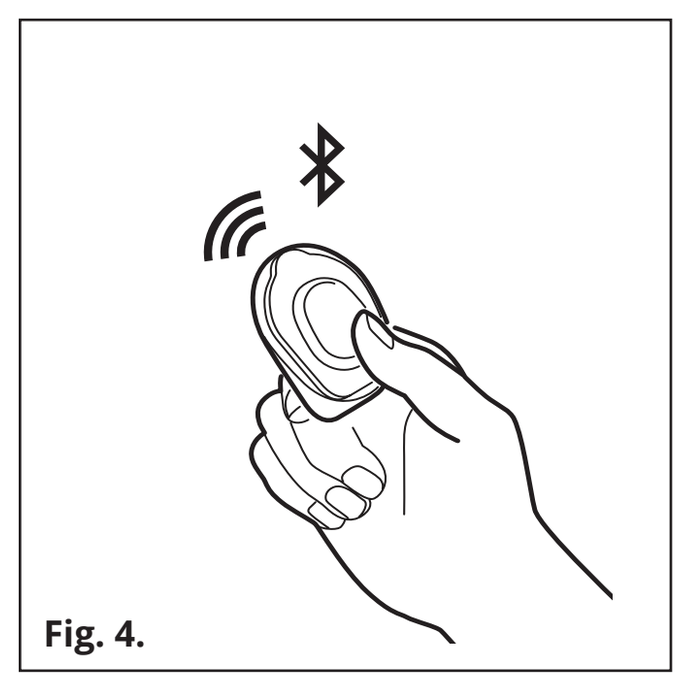

Fig. 4.
1. Sobald die Akkulasche entfernt wurde, steht der Sensor für die Bluetooth-Kopplung zur Verfügung. Siehe **Abb. 4.**